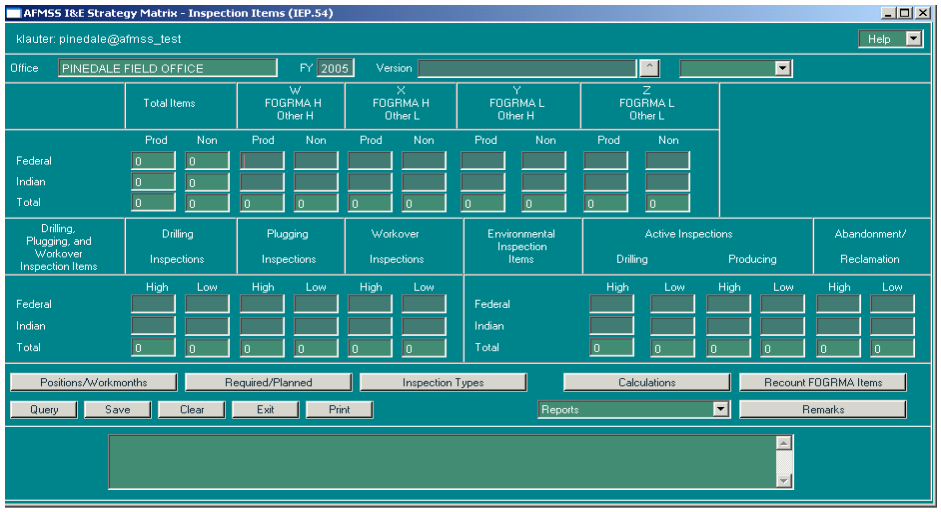

Figure 4-51: Non-Indian AFMSS I&E Strategy Matrix–Inspection Items (IEP.54) Window
1. *Non-Indian AFMSS Main Menu* select **Monitoring**. Select **I&E Strategy**. This launches the *Non-Indian AFMSS I&E Strategy Matrix–Inspection Items (IEP.54)* window (Figure 4-51).